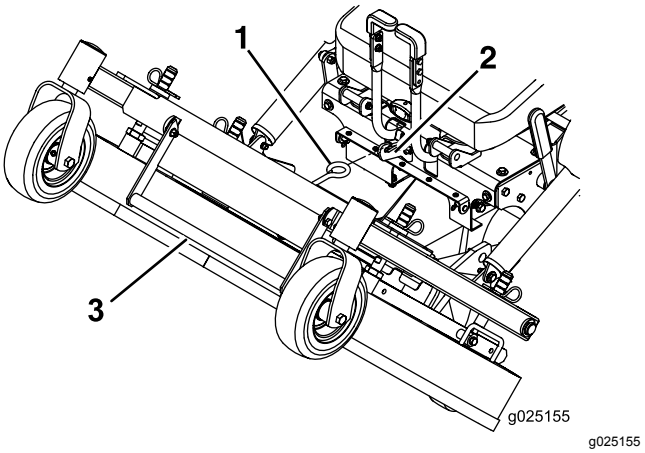

Figura 12
6. Utilizando a pega de elevação da plataforma, eleve a plataforma e bloqueie-a na posição elevada (o trinco está localizado na frente e centro do banco) como se mostra na Figura 12.
1. Enquanto segura firmemente na pega de elevação da plataforma, desprenda o trinco da plataforma do cortador da máquina e lentamente baixe a plataforma do cortador para o solo (Figura 12).